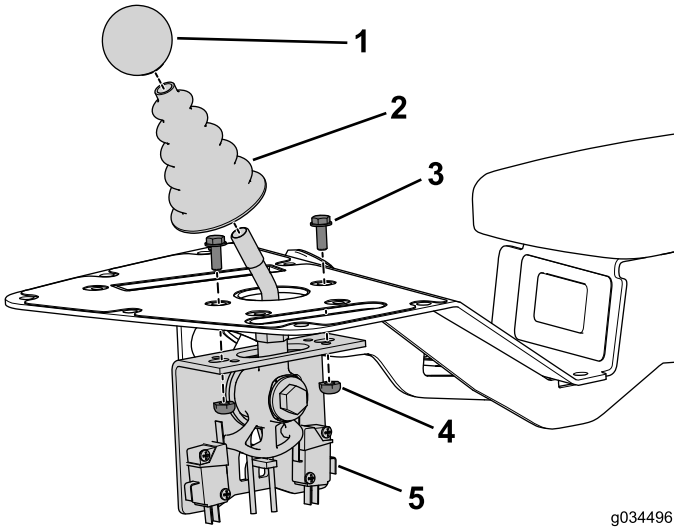

Figura 4
1. Rimuovete e mettete da parte la manopola dell'albero di comando di tosatura (Figura 4).
2. Rimuovete e mettete da parte il parapolvere dell'albero di comando di tosatura (Figura 4).
3. Rimuovete e mettete da parte i 2 bulloni e dadi che fissano il gruppo di comando di tosatura al gruppo consolle (Figura 4).